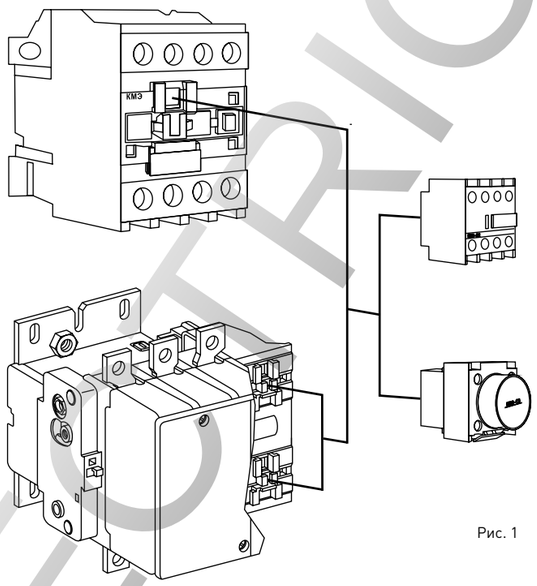

Рис. 1
1. Схема установки приставки контактной ПКЭ и приставки выдержки времени ПВЭ на контакторы КМЭ и КТЭ (рис. 1).